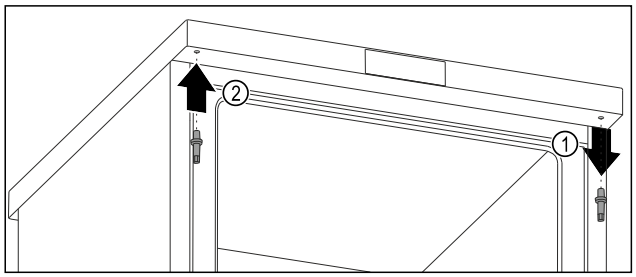

Fig. 12
- ▶ Izskrūvējiet augšējo tapu ar ārēju sešstūra uzgriežņatslēgu. *Fig. 12 (1)*
- ▶ Pieskrūvējiet tapu pretējā pusē ar ārēju sešstūra uzgriežņatslēgu. *Fig. 12 (2)*